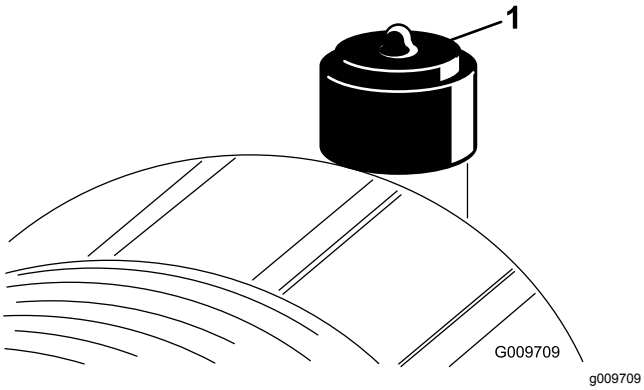

Figur 49
Efterse kun luftfilteret, når serviceindikatoren (Figur 49) viser, at det er nødvendigt. Hvis du udskifter luftfilteret, før det er nødvendigt, øger du blot risikoen for, at der kommer snavs ind i motoren, når filteret afmonteres.
10. Nulstil indikatoren (Figur 49), hvis den viser rødt.